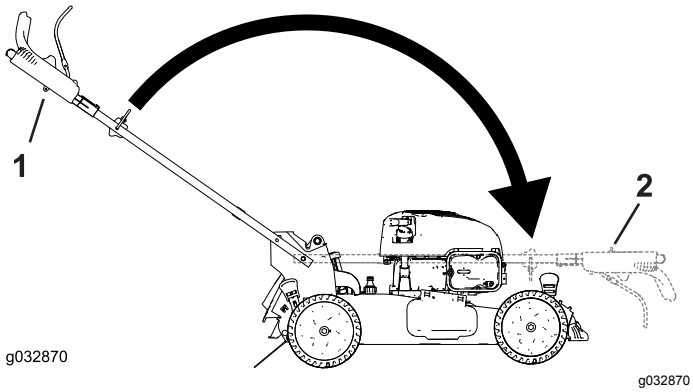

Figura 23
3. Doble el manillar girándolo hacia adelante (Figura 23).